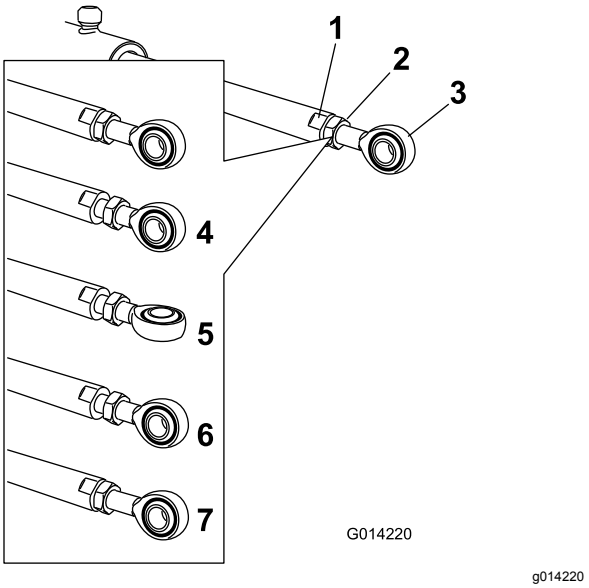

Rysunek 64
wysunięcia końcówki tłoczyska z uchem (Rysunek 64).
6. Przekręć pręt z uchem względem tłoczyska siłownika, aby skrócić albo wydłużyć siłownik na pożądaną długość (Rysunek 64).